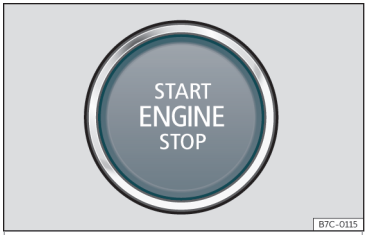

Fig. 142 Pulsante di avviamento.
- Premere il tasto On/Off. ›› **fig. 142** fino a quando si accende la spia di controllo **READY** sul quadro strumenti. Non accelerare. Rilasciare il tasto On/Off quando la spia di controllo **READY** si illumina sul quadro strumenti. Il segno che appare sull'indicatore di potenza cambia da **OFF** a **0**.
- Premere il pulsante di avviamento ››› fig. 142 senza premere l'acceleratore. Affinché il motore si avvii, deve essere presente una chiave valida nel veicolo. Dopo l'avviamento del motore il pulsante START ENGINE STOP rimane acceso ad indicare che il motore è in moto[1].
- Premere brevemente il pulsante di avviamento››› **fig. 142**.